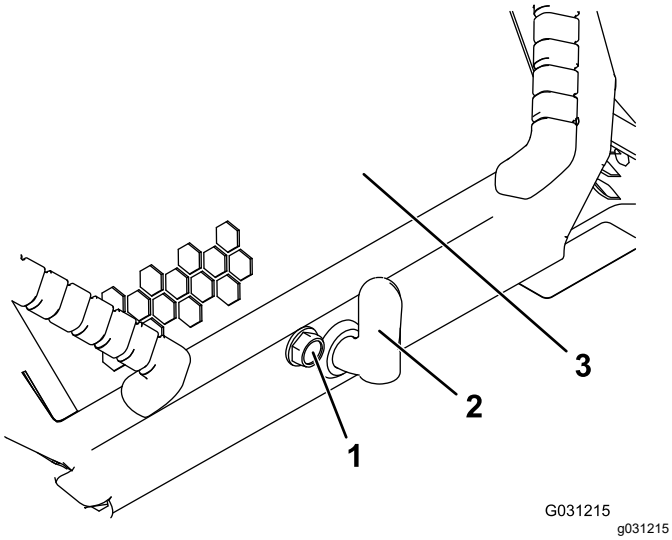

Figur 32
1. Lossa motorhuvens låsskruv (Figur 32)
2. Vrid motorhuvsspärren medurs (Figur 32).
3. Lyft upp handtagen och sväng huven uppåt (Figur 32).
3. Dra åt motorhuvens låsskruv och fäst spärren (Figur 32).